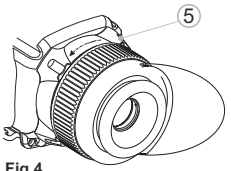

Fig.4
- Rotate the eyepiece locking ring **(5)** counterclockwise until you hear a click and remove the eyepiece **(Fig. 4)**.
- Install the insert **(14)** into the adapter **(15)** all the way in **(Fig.4)**